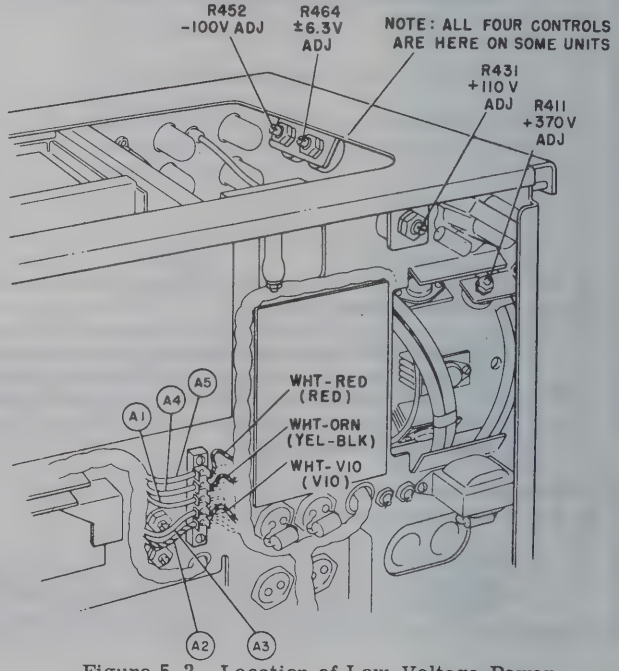

Figure 5-2. Location of Low-Voltage Power Supply Adjustments
a. LOW-VOLTAGE POWER SUPPLY ADJUSTMENT. - Location of adjustments in the low-voltage supply is shown in figure 5-2. Test points are shown in table 5-3 and figure 4-14.
(o) Connect a jumper from the junction of R143 and the white/yellow/violet wire on the etched circuit board A101 (see figure 5-17) to test point A3 at the white/violet wire (see figure 5-2).